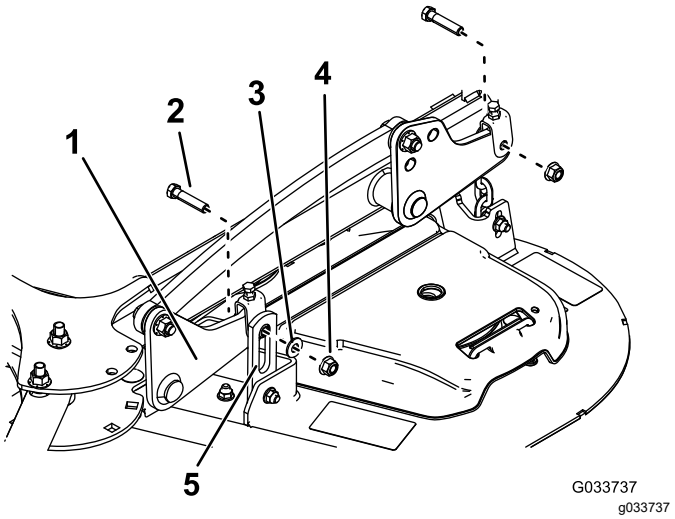
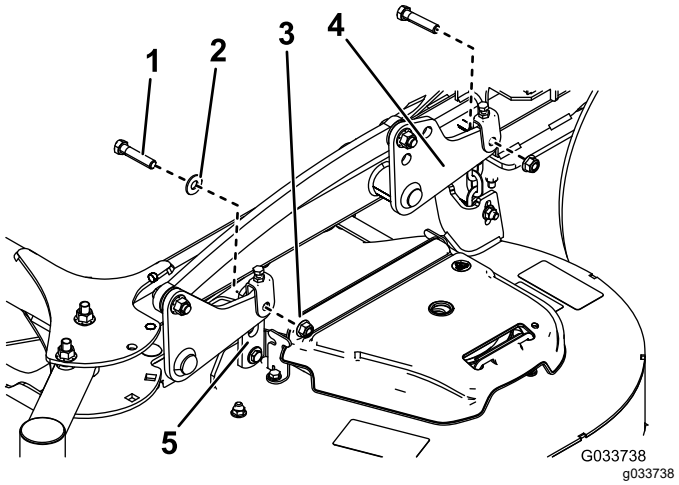

Figure 87
Figure 88
5. Retirez les 2 boulons, les 2 écrous et la rondelle qui fixent les pattes de support du tablier aux plaques de levage des deux côtés du tablier de coupe (Figure 87 et Figure 88).
Remarque: Pour les les tabliers de 132 cm (52 po), montez les pattes de support avant à l'extérieur des bras de levage avant (Figure 87). Pour les les tabliers de 152 cm (60 po), montez les pattes de support avant à l'intérieur des bras de levage avant (Figure 88).